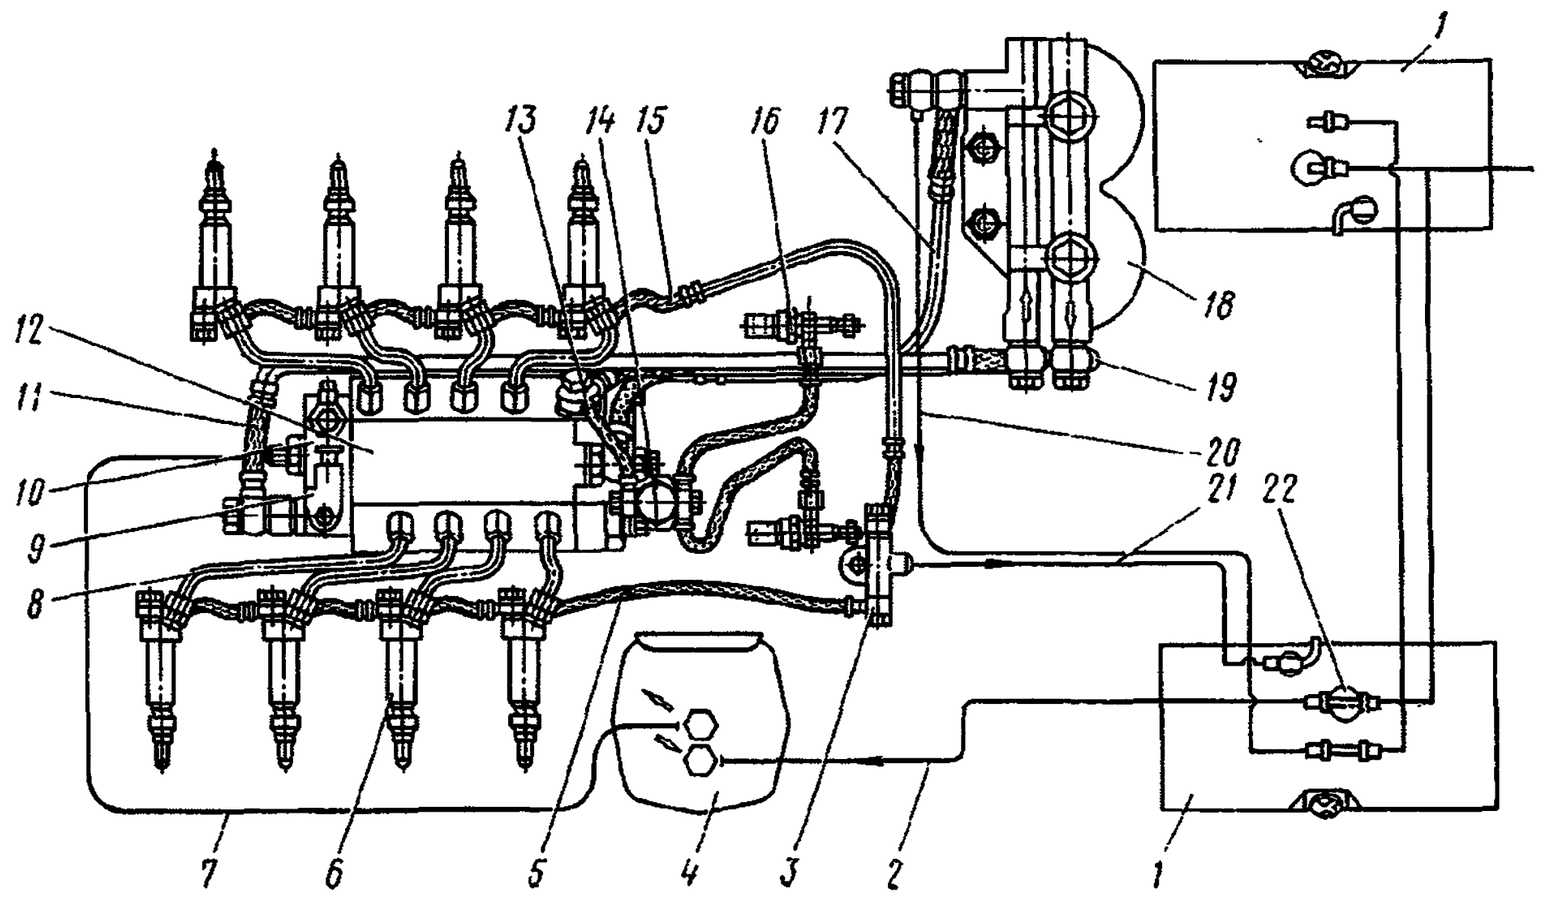

Рис. 5. Схема системы питания двигателя топливом:
2. Отверните гайки и отсоедините электропровода от факельных свечей *16* (рис. 5)	Ключ 8 мм
11. Разъедините штекерное соединение электромагнитного клапана *14* (см. рис. 5)	—
23. Установите дренажную топливную трубку *17* (см. рис. 5), уплотнительные шайбы и вверните перепускной клапан	Накидной ключ 19 мм
30. Подсоедините к насосу *10* (см. рис. 5) низкого давления топливную трубку *7* от фильтра *18* тонкой очистки топлива и закрепите болтом с уплотнительными шайбами	Ключ 19 мм